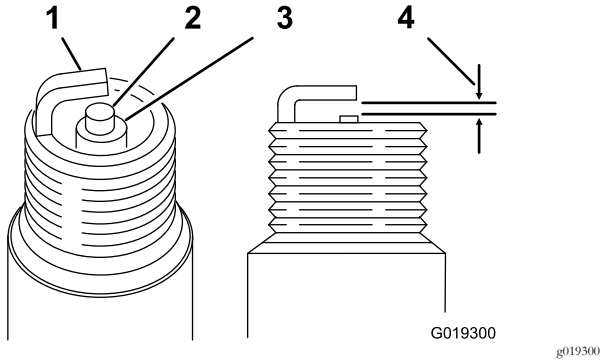

Figuur 34
Elektrodeafstand: 0,7 to 0,8 mm; zie Figuur 34
3. Zorg ervoor dat de elektrodeafstand 0,7 tot 0,8 mm bedraagt (Figuur 34).